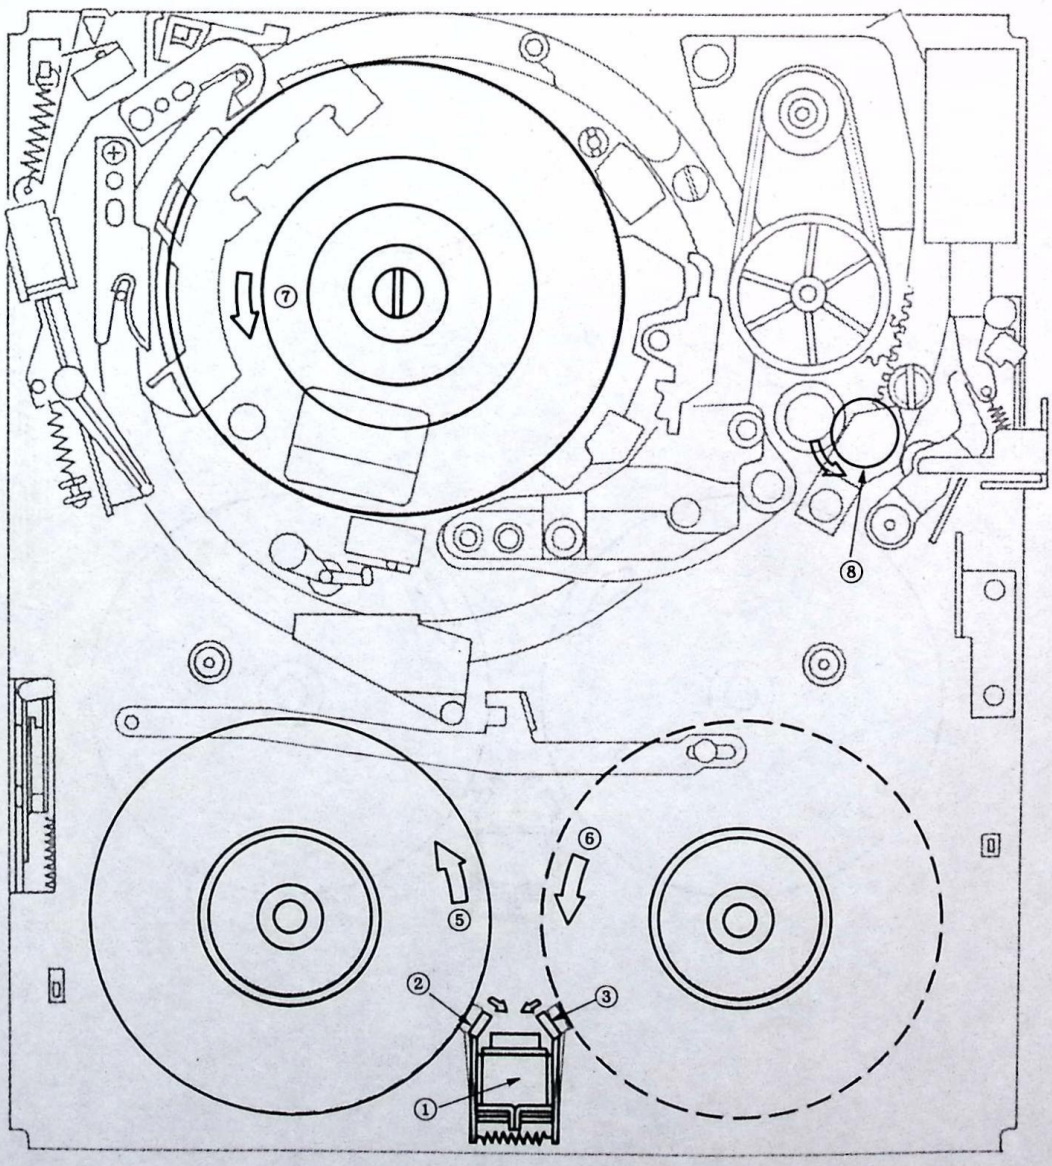
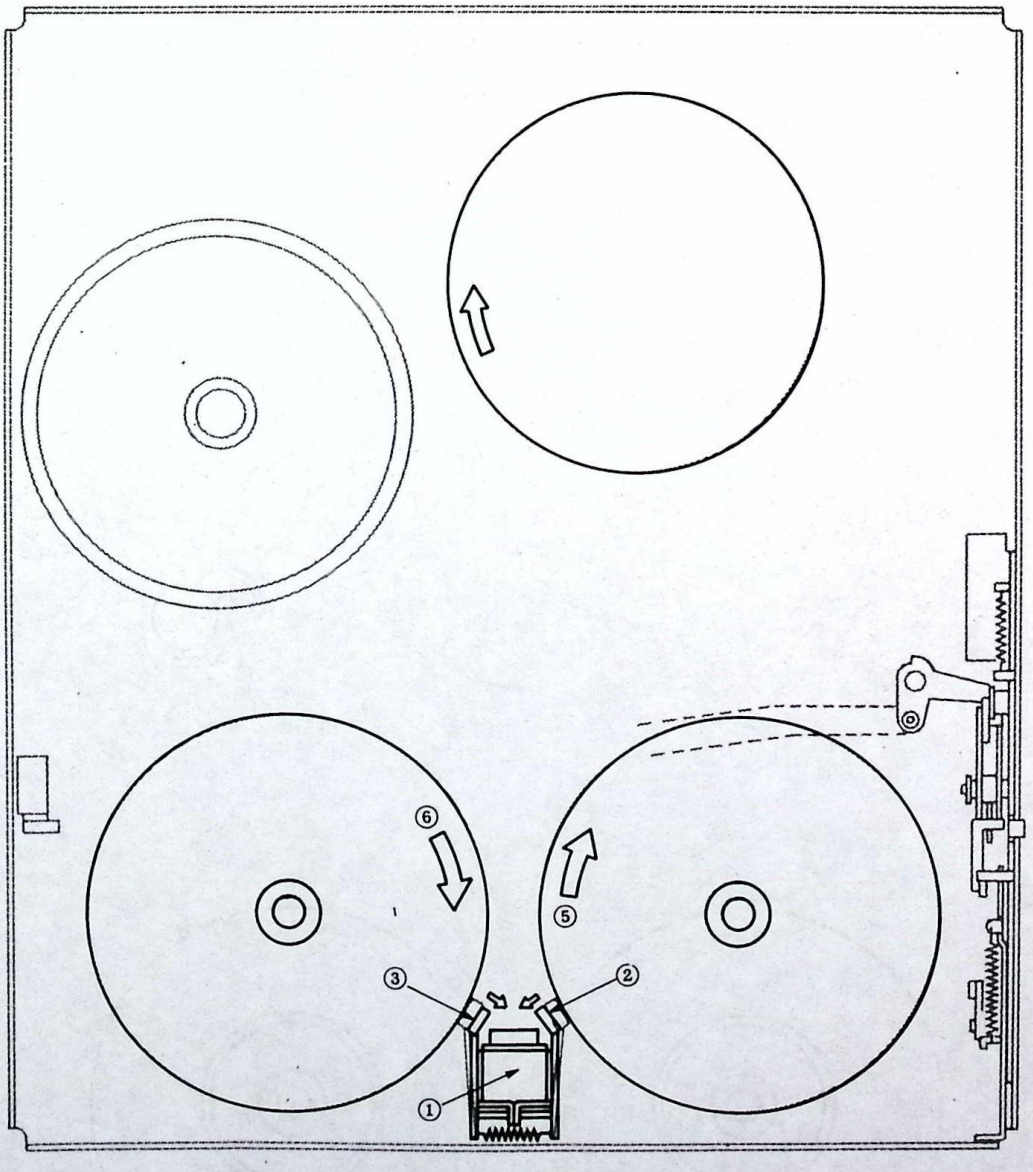

Fig. 5-9.
Fig. 5-10
Fig. 5-9 shows the operation during rewind. By pressing the rewind button, the brake solenoid (1) is energized and the brake sues (2), (3) are pulled towards the arrow. The brake is released, and the rewinding operation starts. Tape is pulled into the S reel (5), the S reel rotates in the direction shown, and tape is supplied by the T reel (6) which rotates as shown. Simultaneously, the drum head disc (7) and pinch roller (8) rotate in the directions shown. Fig. 5-10 shows the foregoing operation as viewed from the bottom of the mechanical chassis.
(See Figs. 5-9 and 5-10).